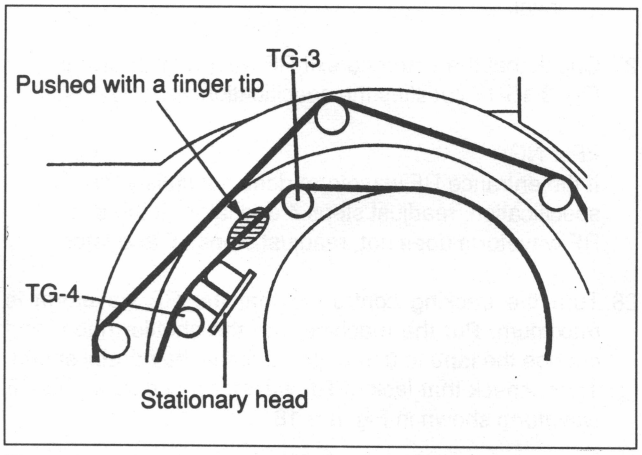

Fig. 8-5-15. Tape Transport Check at Exit Side
(1) Thread an alignment tape (GR2-1) and put the machine into the PLAY mode. Then, push the upper edge of the tape between the TG-3 guide and stationary head downward with a finger tip. (Refer to Fig. 8-5-15.)